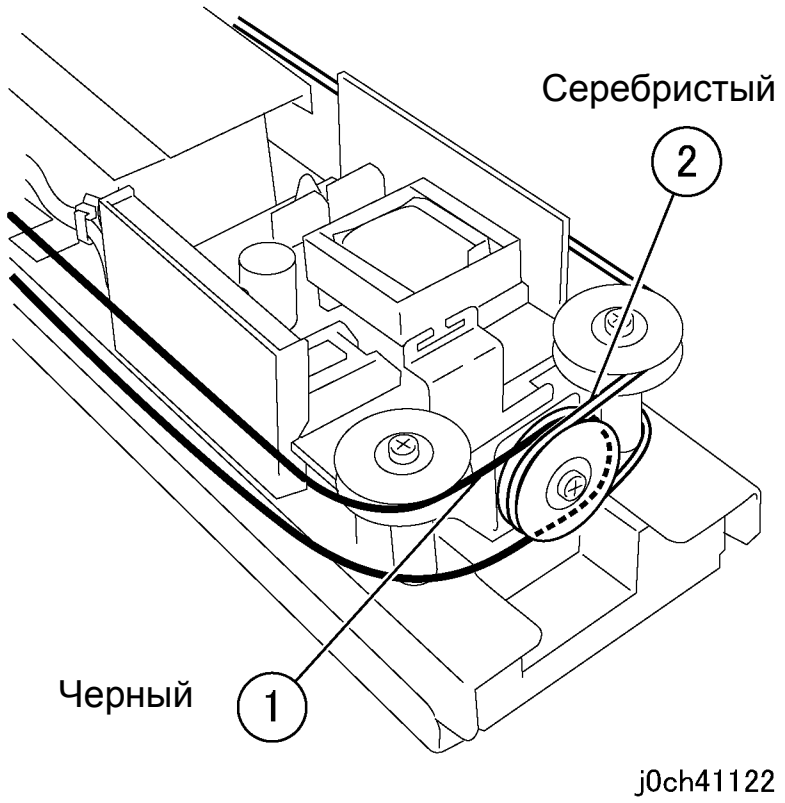

Рисунок 4 Установка тросиков-3 (j0ch411222)
3. Намотайте передний/задний тросик на шкив, как показано на рисунке (рисунок 4).